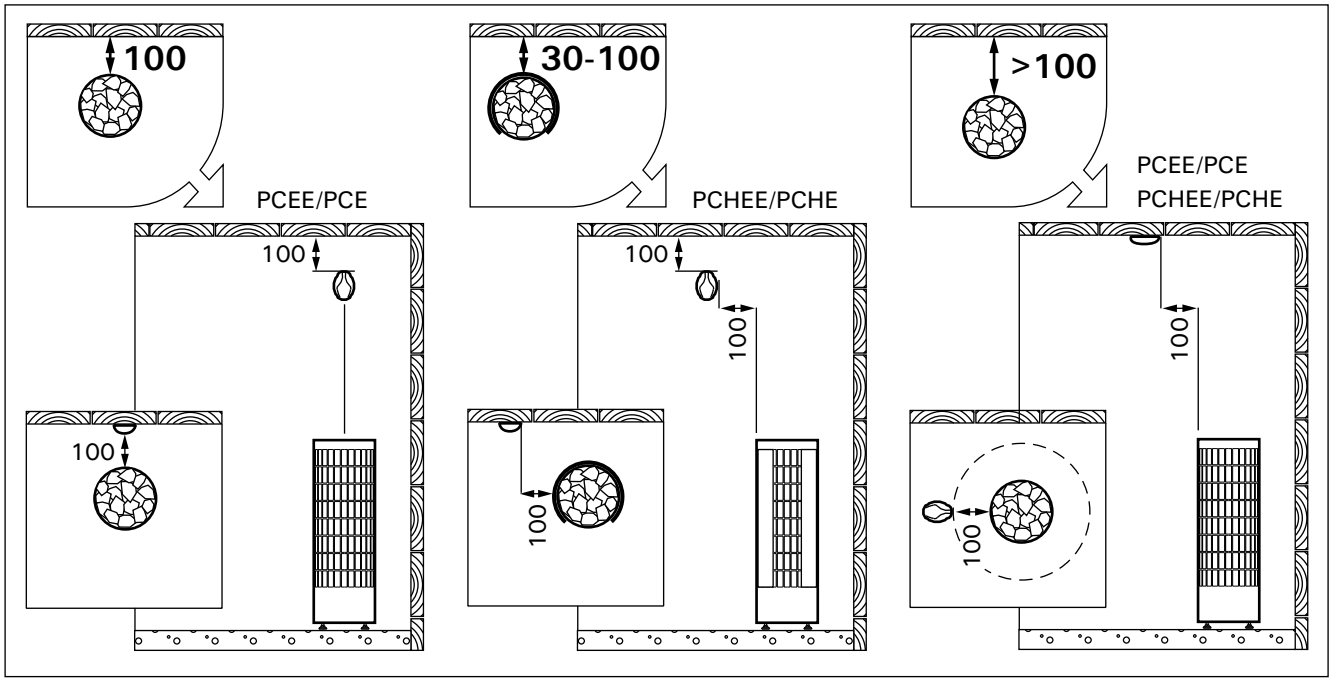

Рисунок 6. Установка температурного датчика (все размеры приведены в миллиметрах)
- **PCEE:** Установите датчик на стену сауны, как показано на рис. 6. Вставьте кабель датчика в разъем нагревателя по принципу цветового соответствия.
- **PC-E:** Установите датчик (WX247 поставляется вместе с каменкой) на стену сауны, как показано на рис. 6.
Датчик следует устанавливать в место, указанное в данной инструкции (рис. 6). Если не соблю-